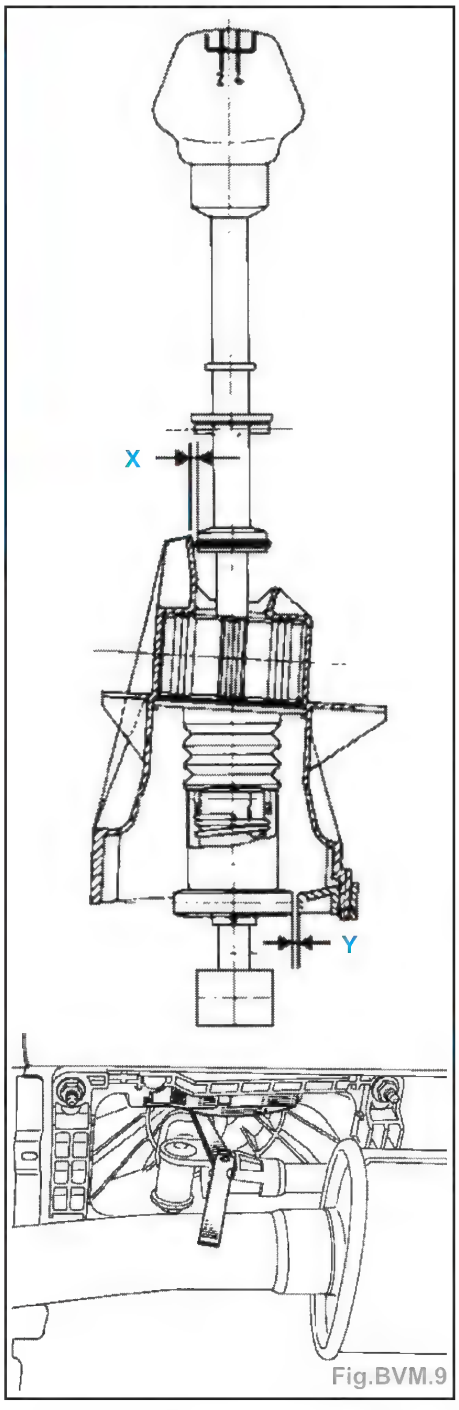

Fig.BVM.9
• Selon le modèle de véhicule, deux endroits de contrôle sont préconisés pour effectuer le relevé du jeu de commande des vitesses (Fig.BVM.9).